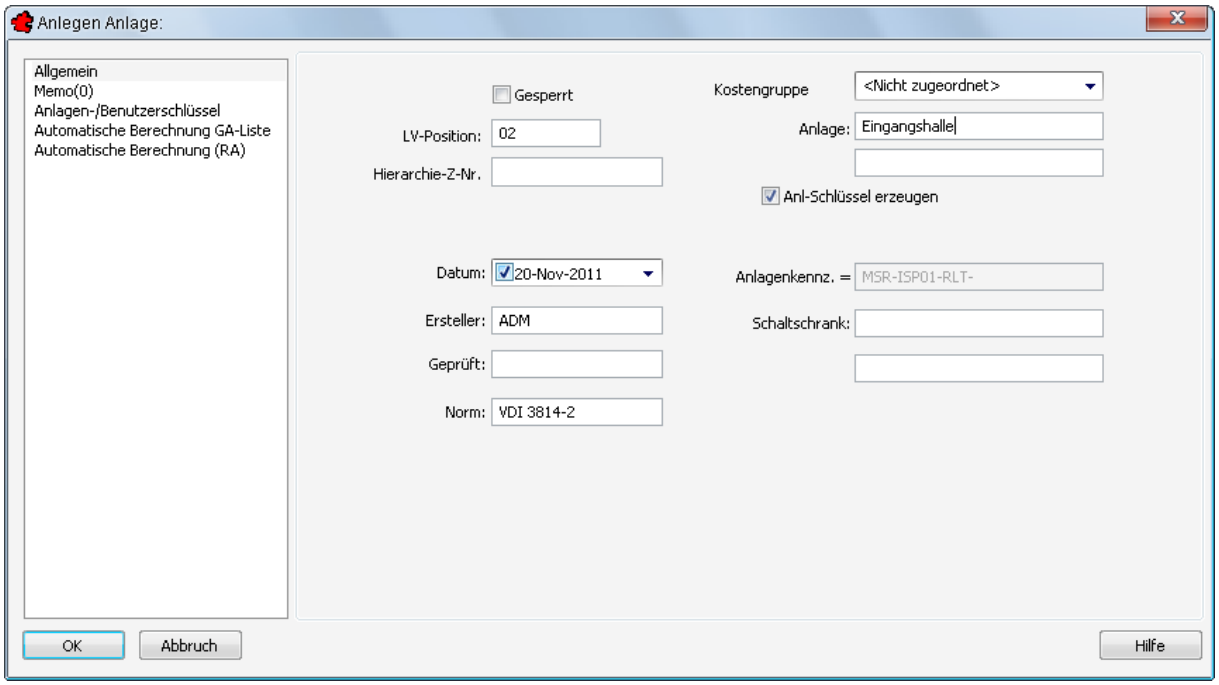

Bild 18.15 – Die allgemeinen Parameter einer *Anlage*
- In der Rubrik *Allgemein* tragen Sie als *Anlage* den Text **Eingangshalle** ein (Abb. 18.15).